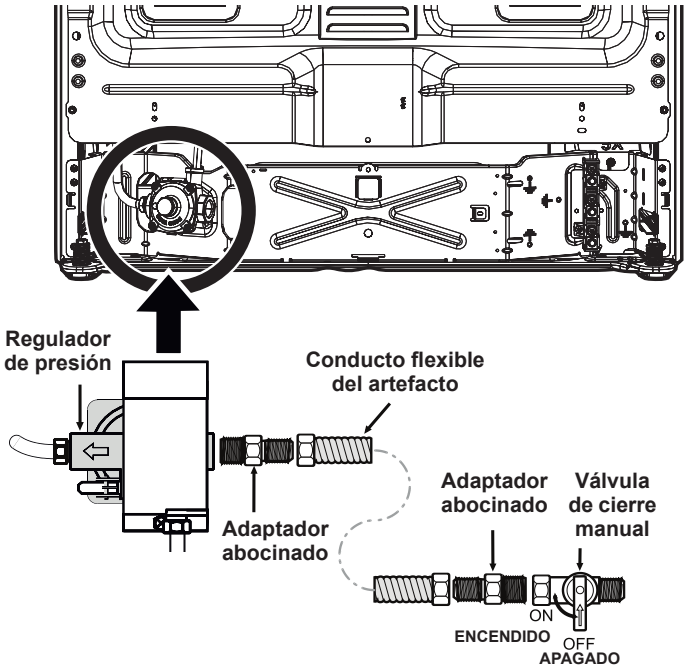

Fig. 8 - conexiones al suministro de gas
a. Instale una válvula externa de cierre manual del suministro de gas en un lugar de fácil acceso fuera de la estufa. Asegúrese de saber cómo y dónde cerrar el suministro de gas de la estufa (vea la Fig. 8).
b. Instale un adaptador de unión curva de 1/2” al regulador de gas usando **no más de 15 pies/libra** de par (torsión) (consulte la Fig. 8).
d. Instale un adaptador de unión acampanada a la válvula externa de cierre manual (vea la Fig. 8).
e. Ajuste el conducto flexible del artefacto al adaptador de la unión acampanada en la válvula de cierre (vea la Fig. 8).